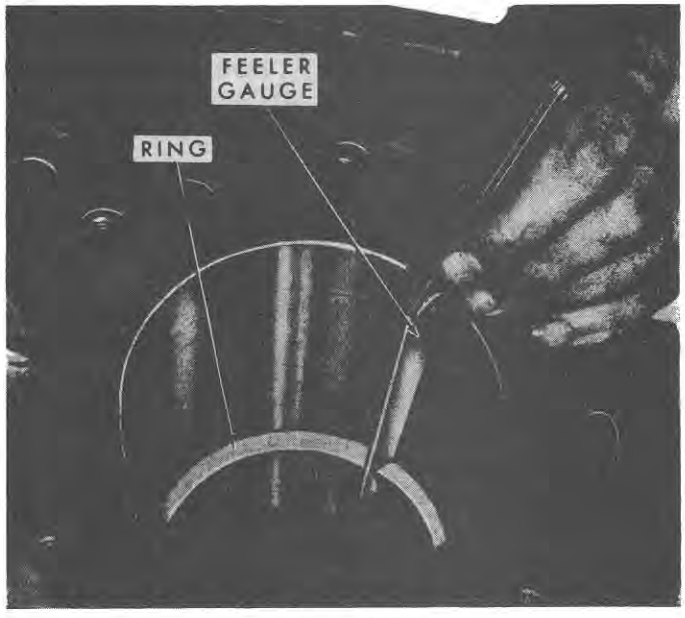

Figure 54
2. Check the gap between the ends of the ring with a feeler gauge, Figure 54. The ring gap should be as specified on page 65. It is important that all rings have at least the minimum gap clearance to provide for the expansion that may occur when the engine warms up to operating temperature; otherwise, the ring ends may butt together and cause scuffing, scoring, or ring breakage.